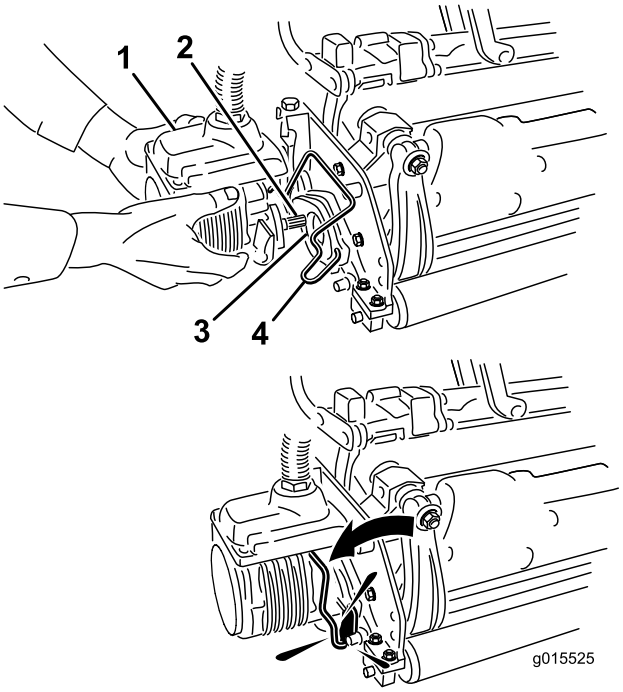

**Figur 34**
6. Stryk på rent fett på klippenhetsmotorns räfflade axel (Figur 34).
7. För in motorn på vänster sida av klippenheten (sett från förarsätet) och dra motorfäststaget på klippenheten mot motorn tills du hör ett klickljud från båda sidorna av motorn (Figur 34).